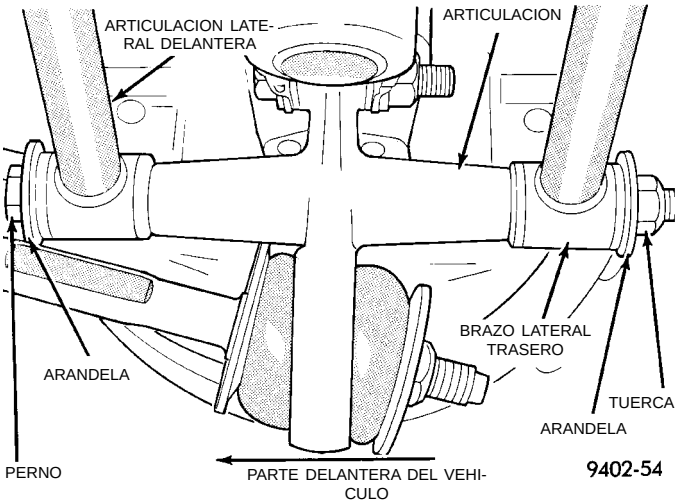

Fig. 22 Fijación de la articulación lateral a la articulación
(1) Eleve el vehículo sobre gatos fijos o centrado sobre un elevador del tipo de contacto de bastidor. Para informarse sobre el procedimiento de elevación requerido, consulte Elevación, en la sección de Lubricación y mantenimiento de este manual.
(2) Retire el conjunto de rueda y neumático trasero correspondiente al lado del vehículo que requiere el desmontaje de la articulación lateral.
(3) Retire la tuerca, perno y arandelas que fijan las articulaciones laterales a la articulación (Fig. 22).
(1) Instale la arandela en el perno de fijación corto de la articulación lateral. Después instale el perno de fijación corto de la articulación lateral en la articulación lateral con manguitos de casquillo de igual tamaño. Después instale la articulación lateral, el perno y la arandela en la articulación como conjunto, con la cabeza del perno orientada hacia la parte delantera del vehículo (Fig. 22).
(2) Instale la articulación lateral con manguito de casquillo pequeño y grande en el perno de fijación de la articulación lateral de la articulación trasera (Fig. 22). **El manguito de casquillo pequeño debe instalarse en el perno de la articulación trasera con el manguito del casquillo en el travesaño de falso bastidor del vehículo.**
(3) Instale la arandela y la tuerca en el perno de fijación de la articulación lateral de la articulación trasera (Fig. 22). **No apriete por ahora el perno de fijación de la articulación lateral a la articulación trasera.**
(4) Instale la leva de ajuste de oblicuidad en el perno de fijación largo de la articulación lateral. Instale el perno de fijación largo de la articulación lateral y la leva de ajuste en la articulación lateral orientada hacia la parte trasera del vehículo con manguito de casquillo grande. Después atraviese el